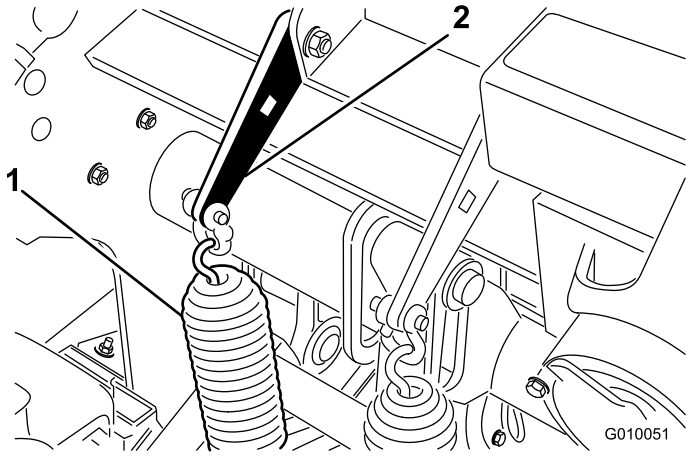

Figur 36
1. Løsne mutterne på låseskruene som fester fjærbrakettene til luftehodet (Figur 36). Må ikke fjernes.